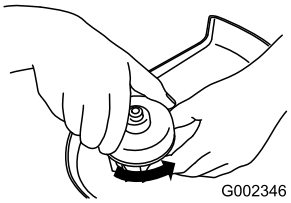

Figura 12
1. Gire la tapa en el sentido contrario a las agujas del reloj para retirarla (Figura 12).